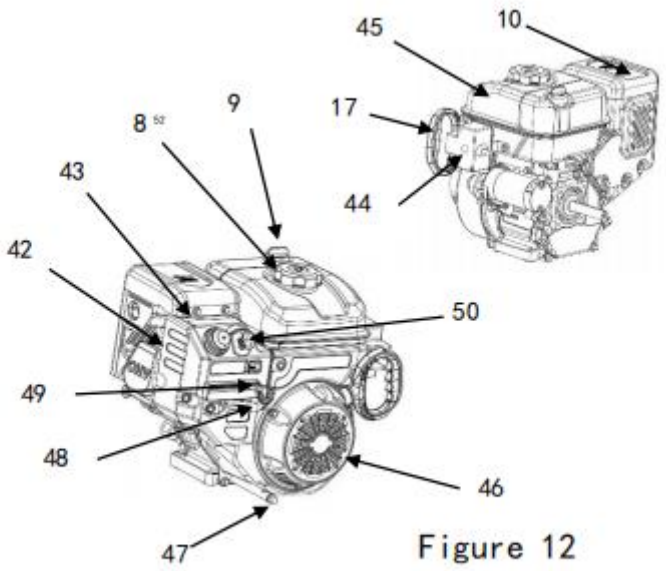

Figure 12
2. Remove the oil drain bolt (Item 47, Figure 12) and allow the oil to drain completely.
5. Add fresh SAE 5W-30 oil to the HIGH (H) dipstick mark and verify no leaks.
- Set the fuel shut-off valve (Item 48, Figure 12) to the OPEN position.